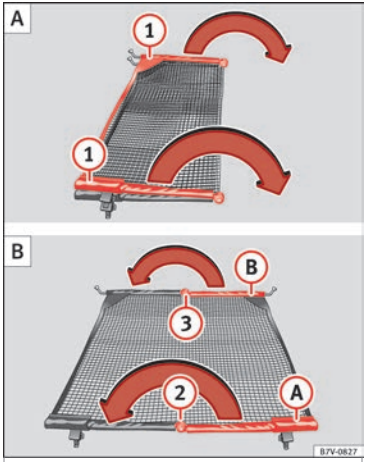

Fig. 166 Unfold the net partition (1) then fold it again (2) and (3)
Fold out the cross support rods ››› Fig. 166 (1) for the net partition fully in the direction of the arrow until you hear a “click”.
- Press on the release button ››› Fig. 166 ② and bend the rod Ⓐ in the direction of the arrow with the release button pressed.
- Press on the release button ››› Fig. 166 ③ and bend the rod Ⓑ in the direction of the arrow with the release button pressed.